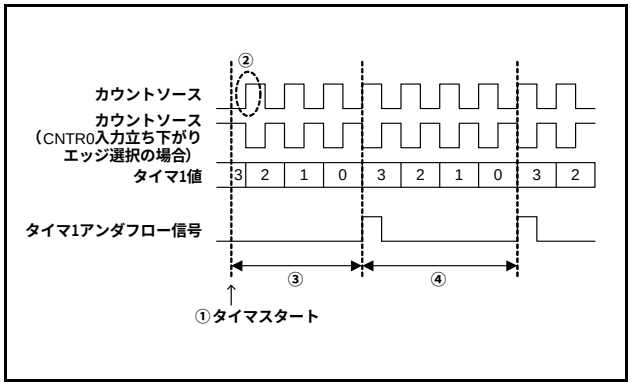

図33. タイマカウント開始タイミングと動作開始時のカウント時間
プリスケーラ、タイマは動作開始（図33①）後、カウントソースの最初の立ち上がり（図33②）からカウントを開始します。
タイマ及びカウントソースの動作開始タイミングによって、カウント開始後、最初のアンダフローまでの時間（図33③）は、以降のアンダフロー間の時間（図33④）より短く（最大でカウントソースの一周期分）なります。